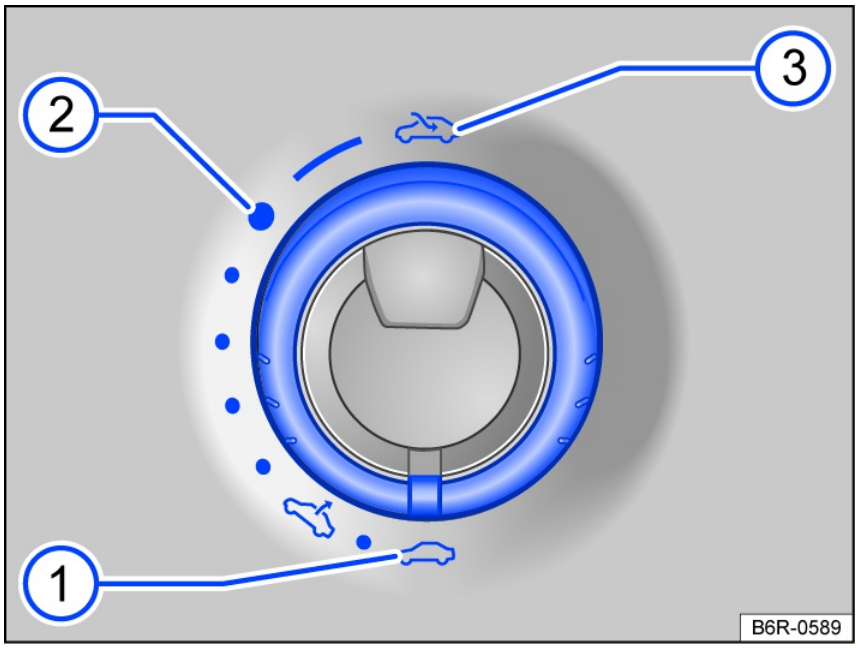

Fig. 55 In the headliner: turning the switch to open and close.
1. Turn the switch to position *fig. 55* and press and hold until the power sunroof has reached the preferred position.
1. Turn the switch to position *fig. 55*.
1. Turn the switch in position *fig. 55* to (1).
To raise the power sunroof, the dial must be in the basic position *fig. 55*.